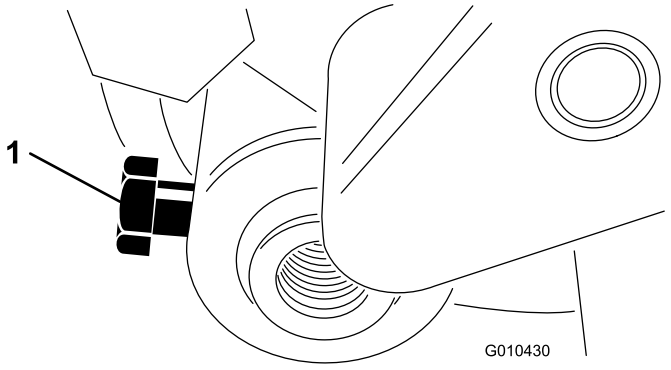

図 30
3. ローラシャフトを刈高アームに固定しているボルトをゆるめる図 30。